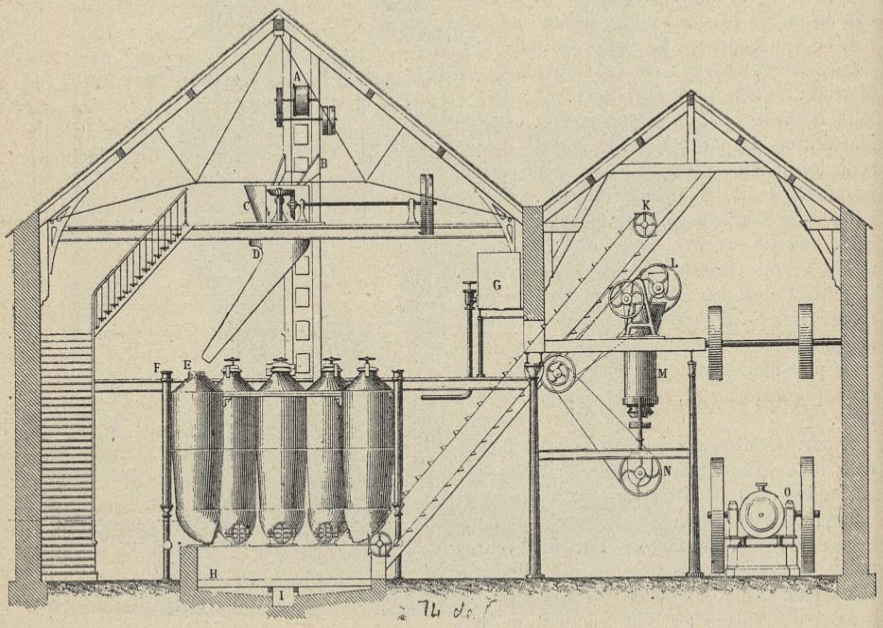

Fig. 230. — Voyage d'une betterave à travers une sucrerie.
dans une trémie avec de l'eau. Une vis d'Archimède les entraîne dans un laveur qui les débarrasse de la terre qui les souille et des pierres mélangées. Du premier laveur, les betteraves passent ensuite dans un laveur à eau tiède, où une chaîne à godets A (fig. 230, Vue générale d'une fabrique de sucre) vient les prendre pour les monter dans la partie la plus haute de l'atelier. Arrivées là, les betteraves, lavées et épierrées, tombent dans une banne posée sur une bascule qui pèse 1.000 kilos à la fois (1), sous les yeux des employés de la régie. En sortant du pesage, les betteraves sont distribuées dans un coupe-racines C, qui, au moyen de couteaux d'acier d'une disposition particulière, les découpe en longues lanières en forme de faîtage en dos d'âne, d'une très petite épaisseur; ces lanières sont ce qu'on appelle les *cossettes*.
Pour commencer la fabrication, on emplit une première fois tous les diffuseurs de la batterie avec les cossettes et on ouvre un robinet d'eau chaude venant du réservoir G, de façon à faire entrer l'eau dans l'un des diffuseurs, eau qui passe ensuite, après réchauffement au calorisateur F (fig. 230), dans le diffuseur voisin, puis dans le suivant, et ainsi de suite jusqu'au douzième et dernier. La circulation complète a duré douze heures. Après quoi les cossettes du premier diffuseur, ayant perdu tout leur sucre, sont extraites par le trou de vidange; poussées par de l'air comprimé, elles tombent dans la fosse H, d'où une chaîne à godets K les prend pour les amener à une presse M qui en exprime le petit jus qui sert aux laveurs, tandis que les cossettes sèches sont données aux paysans pour la nourriture des bestiaux.